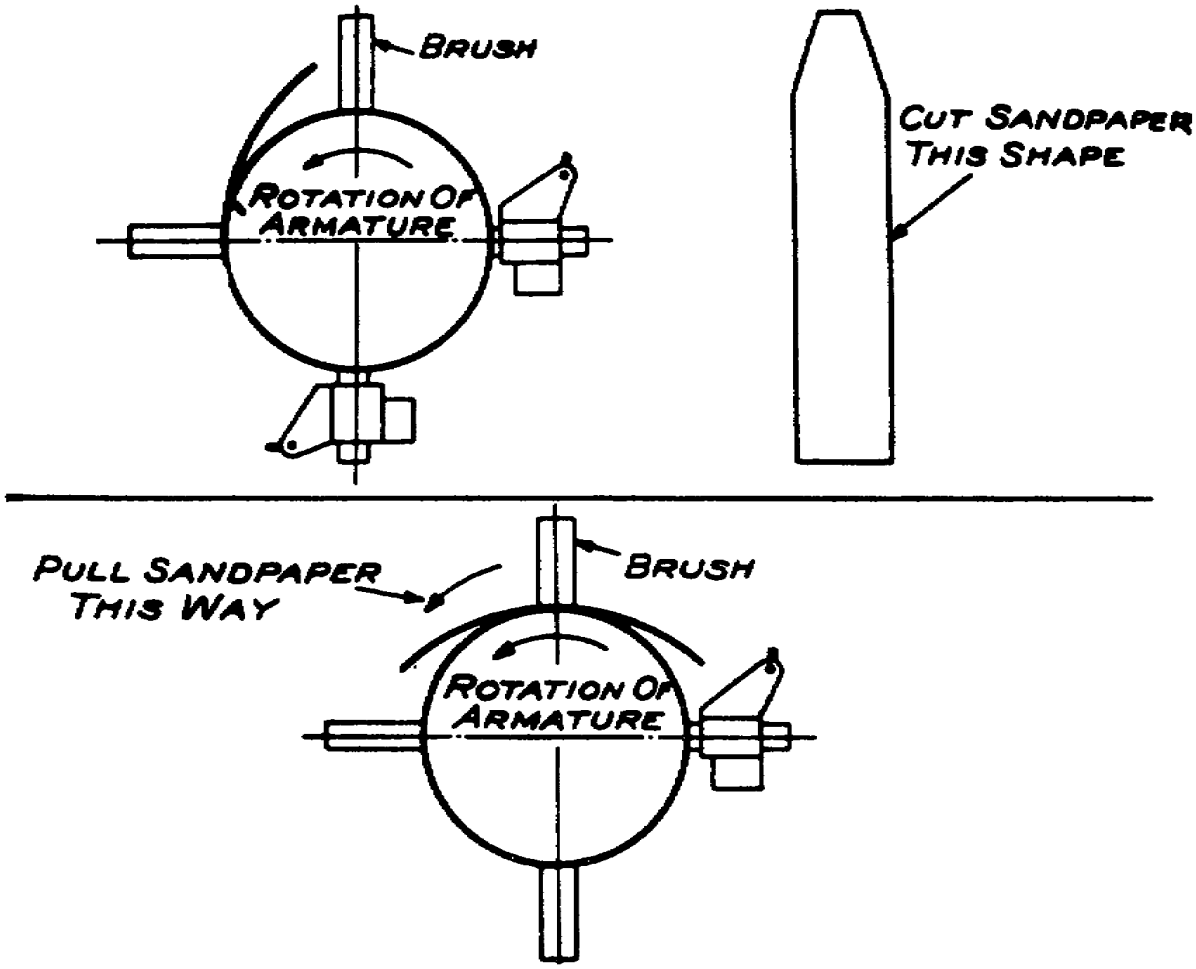

Figure 2.10. Sanding-in Brushes.
d. Brushes and brush holders are inspected periodically. Brushes should move freely in the holders and the holders and insulator must be clean. Lift the springs and clean the brushes by raising and lowering them in the holders. Brushes that have been chipped or show excessive wear are replaced with the same grade of brush. When new brushes are installed, they are sanded-in by placing a piece of No. 00 sandpaper under the brush and moving the paper in the direction of rotation, illustrated in figure 2.10.